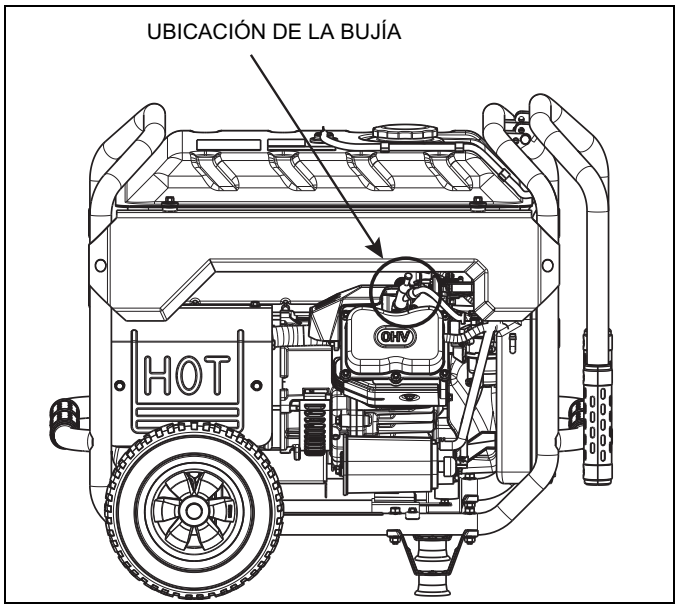

Figura 4-3. Ubicación de la bujía
2. Retire la funda de bujía de la bujía y limpie esa zona de la culata. La bujía se encuentra en el costado del generador como se muestra en la Figura 4-3.